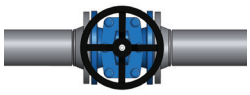

рис. 2
- ГОРИЗОНТАЛЬНО (штурвалом или приводом в сторону) на горизонтальном и вертикальном трубопроводах (рис. 2).